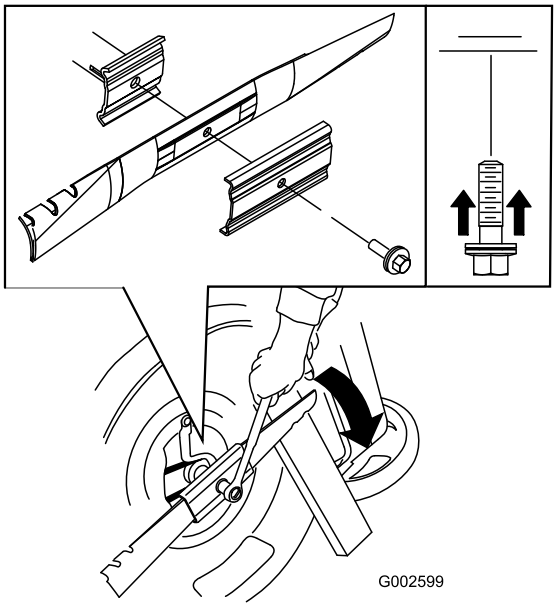

Figur 39
3. Håll kniven stilla med hjälp av en träkloss (Figur 39).
4. Ta bort kniven och spara alla monteringsdelar (Figur 39).
5. Sätt fast den nya kniven och alla monteringsdelar (Figur 39).